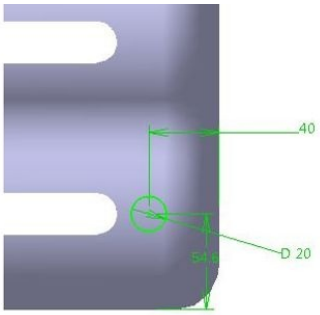

Figure 8-97 *The sketch for creating the standoff*
h. Create the standoff for the Soap Case, refer to Figure 8-97.
1. Create a sketch on the xy plane, as shown in Figure 8-97. Note that the center of the sketch is aligned with the center of the elongated hole. Exit the **Sketcher** workbench and then invoke the **Pad Definition** dialog box.